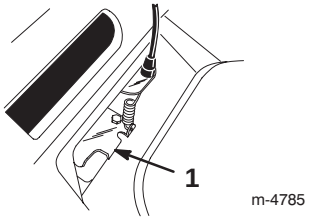

Bild 21
5. Ziehen Sie die Riemenführungsnase so weit nach unten, dass sie den Rasenmäher berührt. Halten Sie sie dann dort fest (Bild 21).